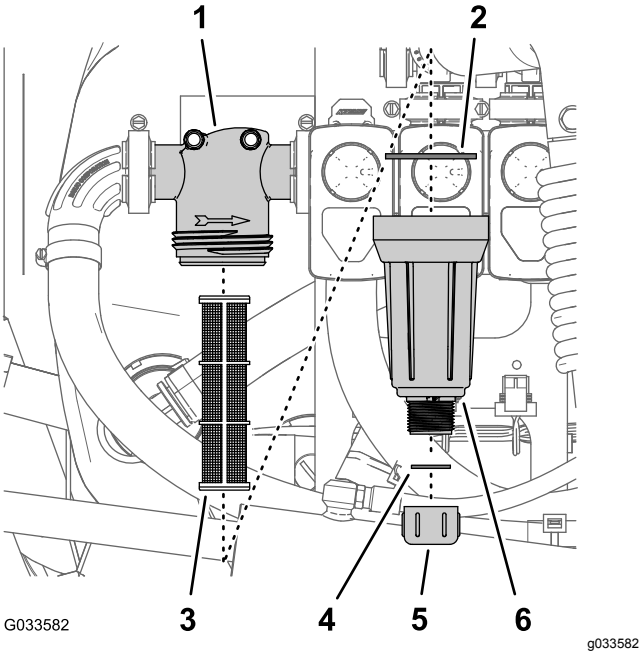

Figur 103
2. Anbring en dræningsbakke under trykfilteret (Figur 103).
3. Drej aftapningsdækslet mod urets retning, og tag den ud af trykfilterets skål (Figur 103).
4. Drej skålen mod urets retning, og fjern filterhovedet (Figur 103).
5. Fjern det gamle trykfilterelement (Figur 103).
6. Kontroller aftapningsproppens pakning (inden i skålen) og skålens pakning (inden i filterhovedet) for skader og slid (Figur 103).
7. Monter det nye trykfilterelement i filterhovedet (Figur 103).
8. Monter skålen på filterhovedet, og stram med hånden (Figur 103).
9. Monter aftapningsdækslet på fittingen i bunden af skålen, og stram dækslet med hånden (Figur 103).